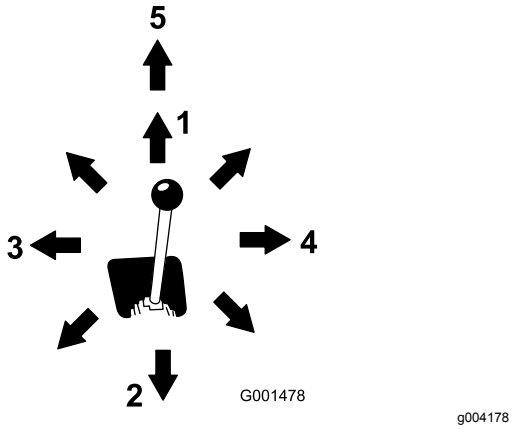

Figur 10
- För att tippa redskapet framåt, flytta reglaget långsamt åt höger (Figur 10).
- För att tippa redskapet bakåt, flytta reglaget långsamt åt vänster (Figur 10).
- För att sänka lastarmarna, flytta reglaget långsamt framåt (Figur 10).
- För att höja lastarmarna, flytta reglaget långsamt bakåt (Figur 10).
- För reglaget så långt det går framåt för att sänka lastarmarna till ett spärrat (flytande) läge (Figur 10).